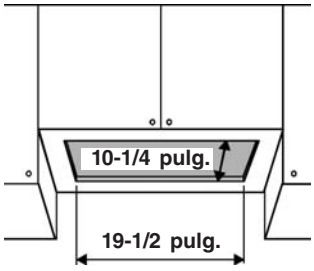

FIG. 2
1. Corte un orificio en la parte inferior del gabinete, utilizando las dimensiones mostradas en la Fig. 2.